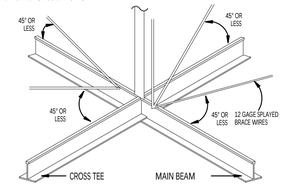

FIGURE 3
- THE VERTICAL STRUT MAY BE EMT CONDUIT, METAL STUDS OR A PROPRIETARY COMPRESSION POST (SEE FIGURE 3)